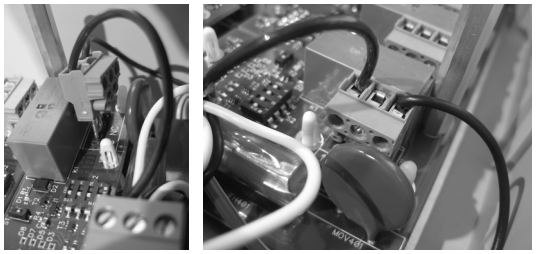

Figure 5 - Plug the Channel Output Connector onto the Channel Output pins of the Output Module
e. Connect the Output Connector to the Output Module connector, P1, as shown in Figure 5.